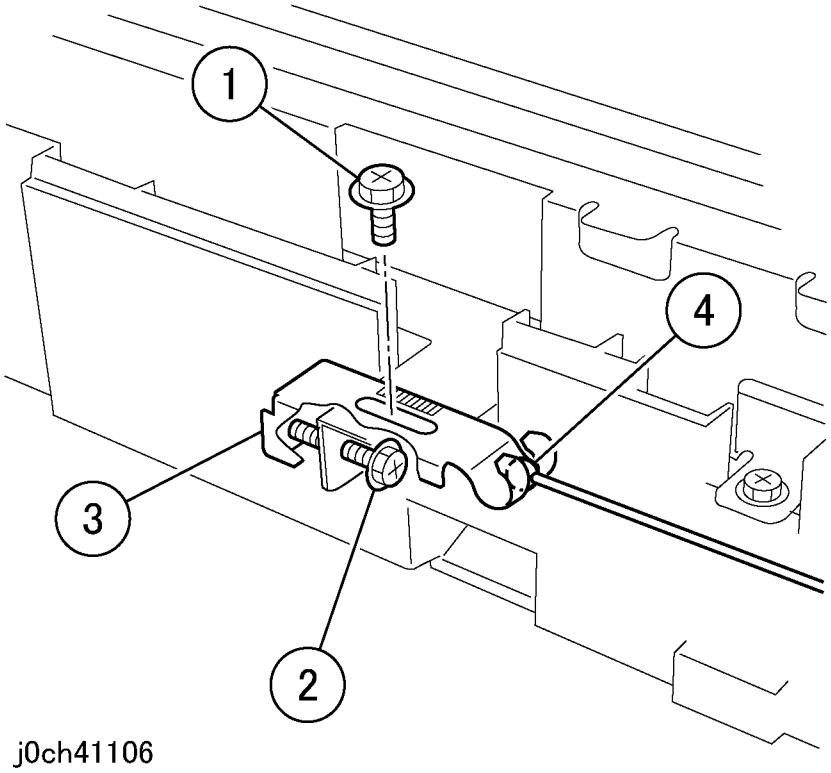

Рисунок 4 Снятие держателя (j0ch41106)
5. Снимите держатель тросика справа спереди (рисунок 4).